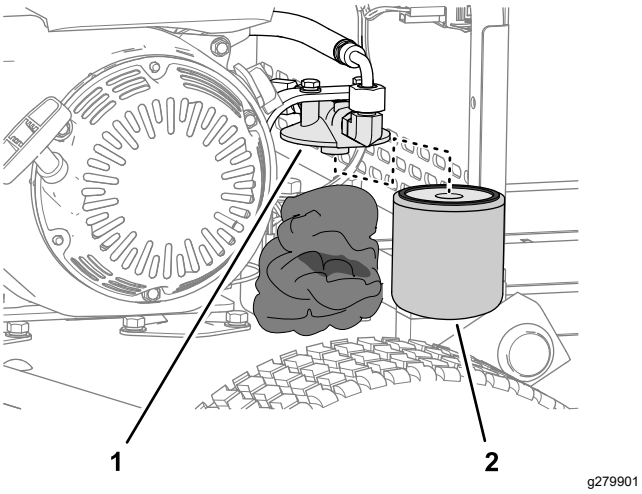

**Figur 37**
2. Fyll området under hydraulfiltret med trasor (Figur 37).
3. Avlägsna försiktigt hydraulfiltret (Figur 37).
5. Montera filtret på filterhuvudet för hand (Figur 37) tills packningen nuddar vid filterhuvudet. Dra sedan åt filtret ytterligare tre fjärdedels varv.